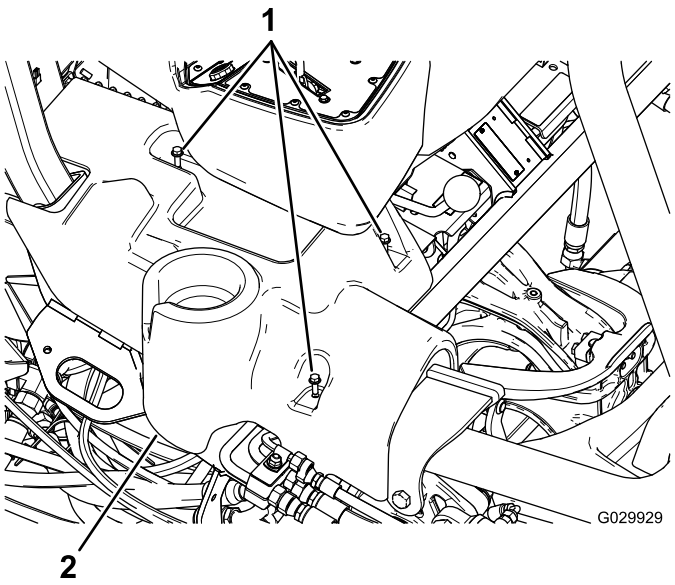

図 12
1. 新しい右コンソールのボルト穴を、機体のボルト穴に合わせる図 12。